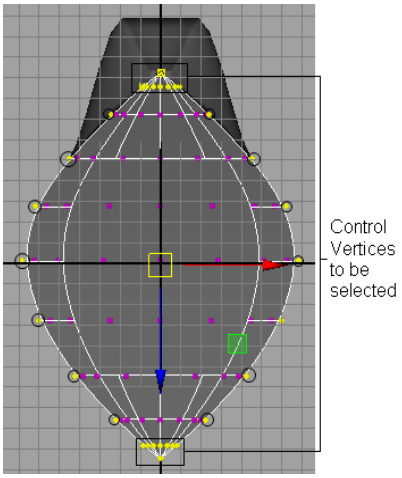

Figure 4-63 *The vertices selected*
18. In the side-X viewport, press and hold the right mouse button over the newly created surface; a marking menu is displayed. Choose **Control Vertex** from the marking menu; the vertex selection mode is activated. Select all the vertices of the newly created surface. Next, maximize the top-Y viewport and deselect the center vertices by pressing the SHIFT key and select all the corner vertices, as shown in Figure 4-63.